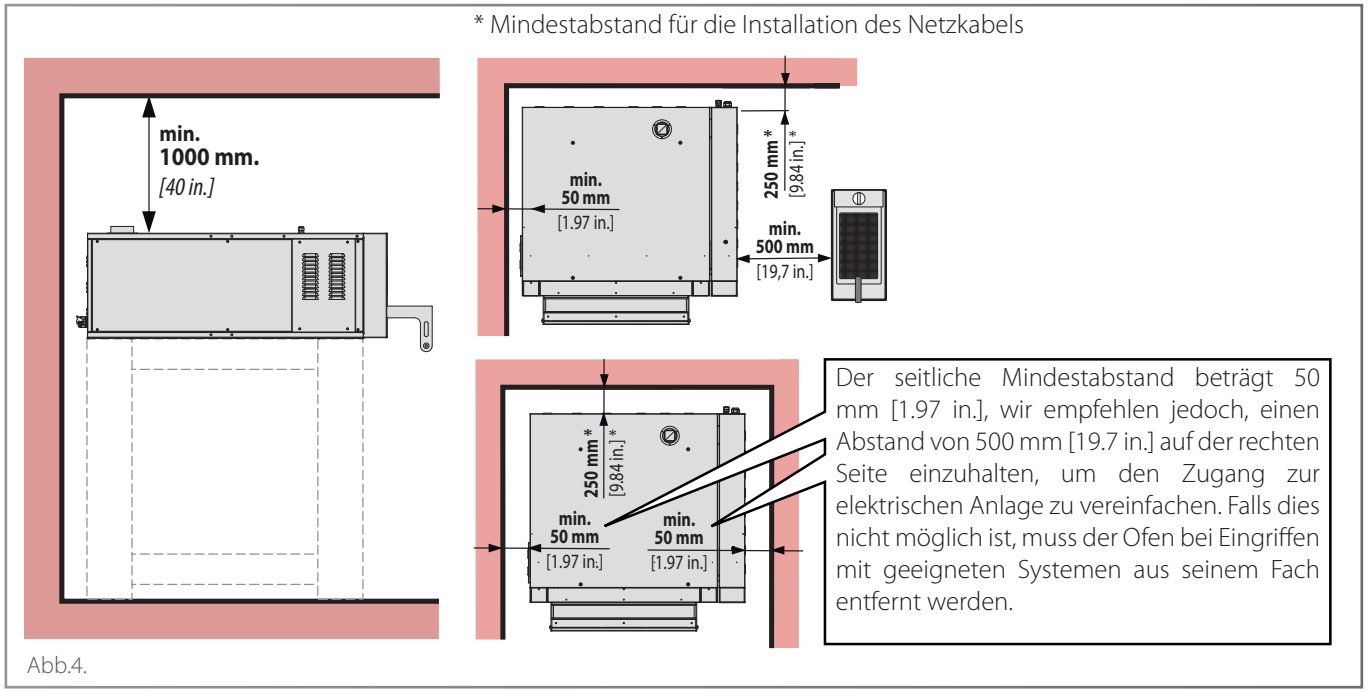

Abb.4.
- die folgenden Mindestabstände des Ofens zu den **Wänden,** anderen **Geräten**, **Gegenständen** und **brennbaren Materialien** ▶ Abb.4. müssen unbedingt eingehalten werden: